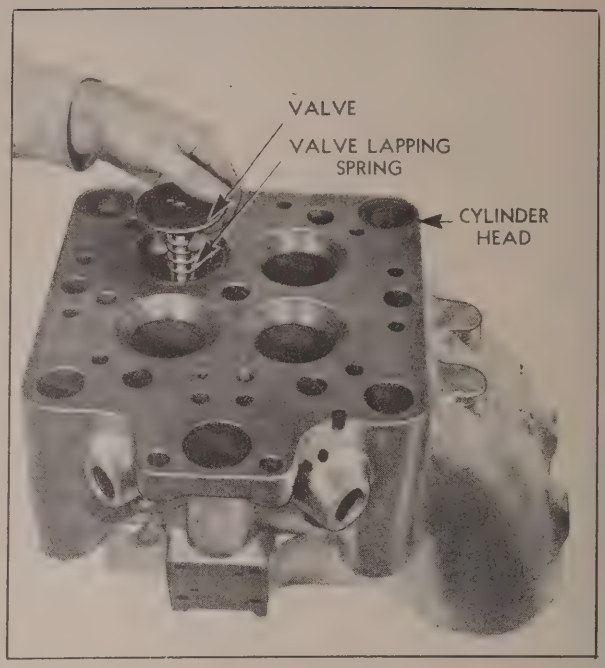

Fig. 14J
1. Place grinding spring on valve stem and place valve in head. (See Fig. 14J.)